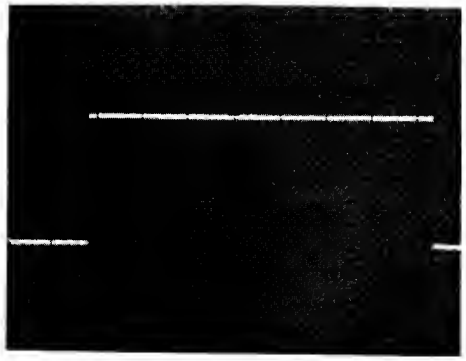

Figure 4b. Magnified Display
3. Press MAG X10 8 and adjust horizontal fine POSITION 14 for precise placement of magnified display (figure 4b).